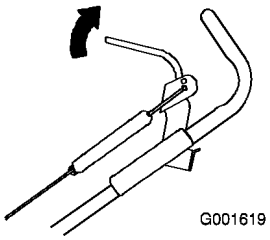

Figure 19
1. Rapprochez la barre de commande du mancheron pour tendre le câble (Figure 19)